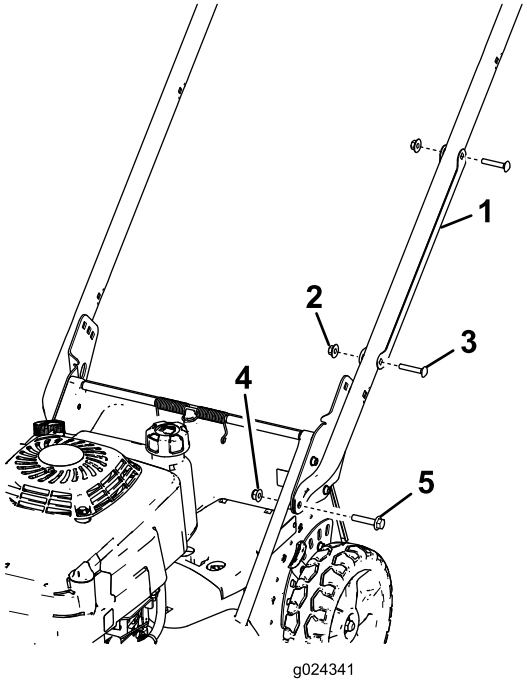

**Figuur 3**
1. Neem de kabelbescherming van de handgreep (Figuur 3) door de 2 slotbouten en 2 borgmoeren waarmee de kabelbescherming aan de handgreep is bevestigd te verwijderen.
2. Monteer de uiteinden van de handgreep op de maaikast; gebruik hiervoor 2 zeskantige flensbouten (5/16 x 1-1/2 inches) en 2 flensmoeren (5/16 inch), zie Figuur 3.
de kabelbescherming vast op de handgreep met de 2 slotbouten en 2 borgmoeren die u eerder verwijderde (Figuur 3).